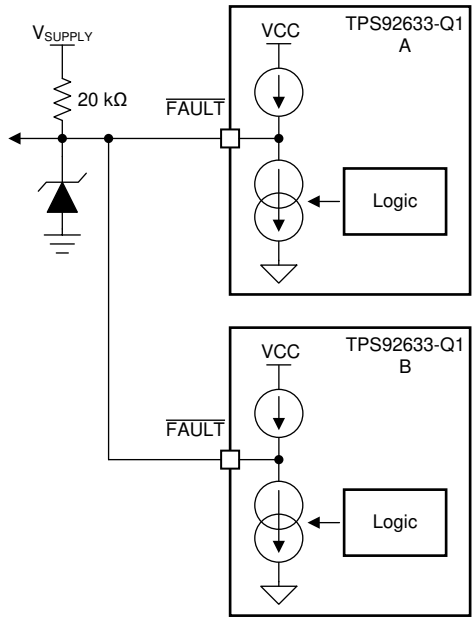
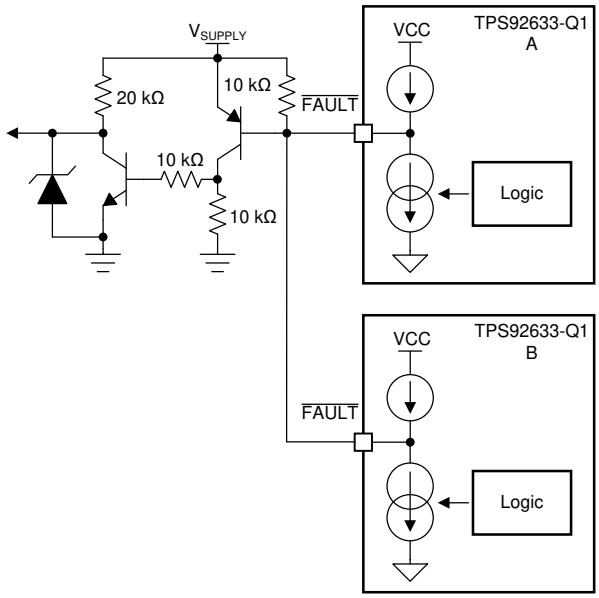

Figure 7-12. FAULT Bus For One-Fails-All-Fail Application
Figure 7-13. FAULT Bus For One-Fails-Others-On Application
Based on this feature, the TPS92633-Q1 device is able to construct a FAULT bus by tying $\overline{FAULT}$ pins from multiple TPS92633-Q1 devices to achieve one-fails-all-fail function as Figure 7-12 showing. The lower side TPS92633-Q1 (B) detects any kind of LED fault and pulls low the $\overline{FAULT}$ pin. The low voltage on $\overline{FAULT}$ pin is detected by upper side TPS926133-Q1 (A) because the $\overline{FAULT}$ pins are connected of two devices. The upper side TPS92633-Q1 (A) turns off all output current for each channel as a result. If the $\overline{FAULT}$ pins of each TPS92633-Q1 are all connected to drive the base of an external PNP transistor as illustrated in Figure 7-13, the one-fails–all-fail function is disabled and only the faulty channel is turned off.